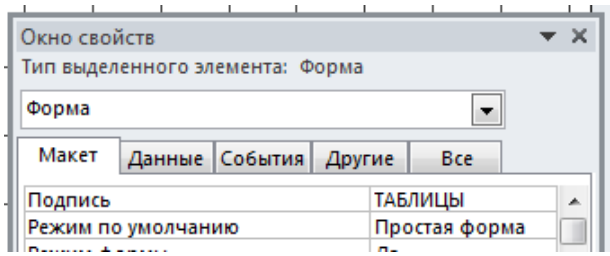

Рис. 7.4. Подпись формы
1.2. На вкладке *Конструктор* в разделе *Сервис* нажимается кнопка *Страница свойств*. В окне свойств на вкладке *Макет* в строке *Подпись* записывается название формы (рис. 7.4).